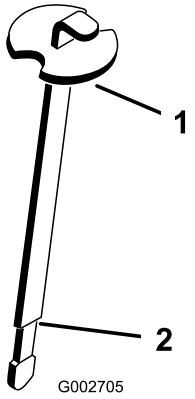

Figuur 16
3. Verwijder de peilstok uit de vulbuis en veeg deze af met een schone doek. Steek de peilstok in de vulbuis. Verwijder deze daarna en controleer het vloeistofpeil Het vloeistofpeil moet tot aan de markering (versmalde stuk) op de peilstok staan (Figuur 16).